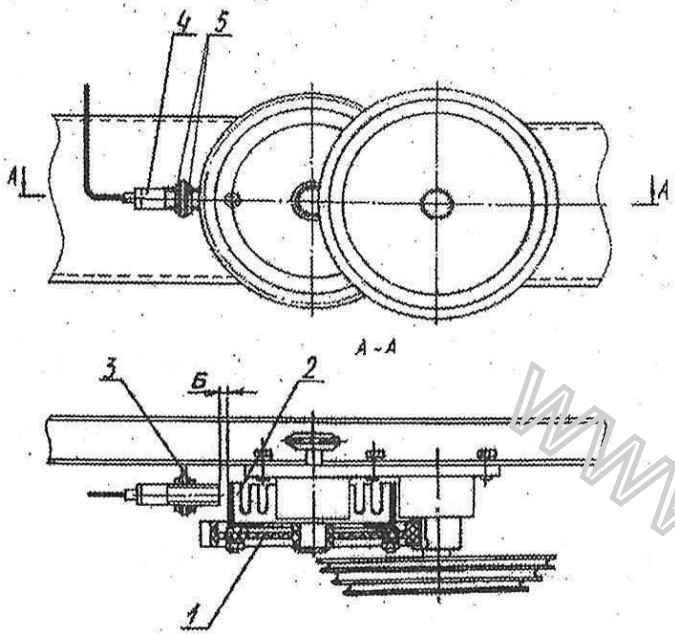

Рис. 7.7.
7.14.2. Регулировка датчика на обматывающем аппарате осуществляется перемещением датчика в кронштейне *3* с помощью гаек *5*. Зазор *Б* между датчиком *4* (рис. 7.7) и диском *2* обматывающего аппарата должен быть от 2 до 4 мм.